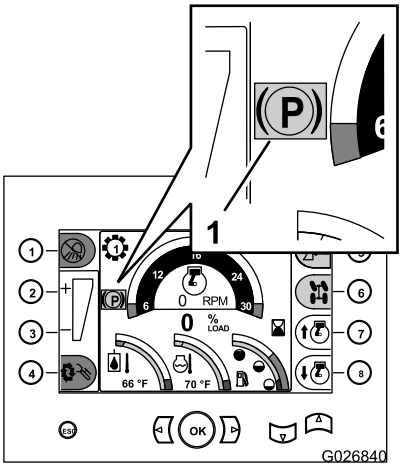

Rysunek 12
Informacja: Na wyświetlaczu centrum sterowania zaświeci się czerwony wskaźnik hamulca postojowego (Rysunek 12).
- Jeżeli zatrzymasz silnik i nie zaciągniesz hamulca postojowego, maszyna sama zaciągnie hamulec, a na wyświetlaczu centrum sterowania pojawi się żółty wskaźnik hamulca postojowego (Rysunek 12).